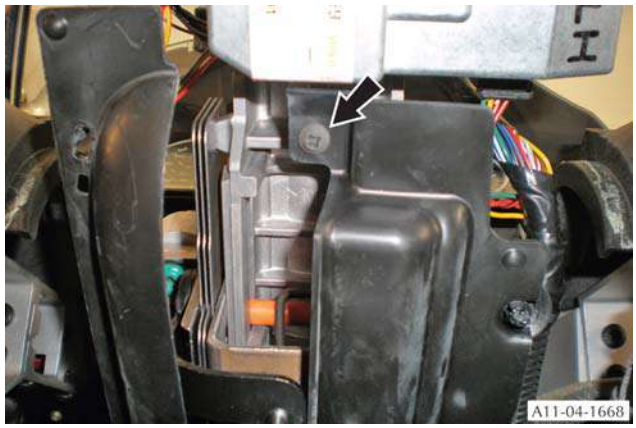

Figure 6
17. Remove the screw that attaches the load-spread plate to the steering column (Refer to FIgure 6).